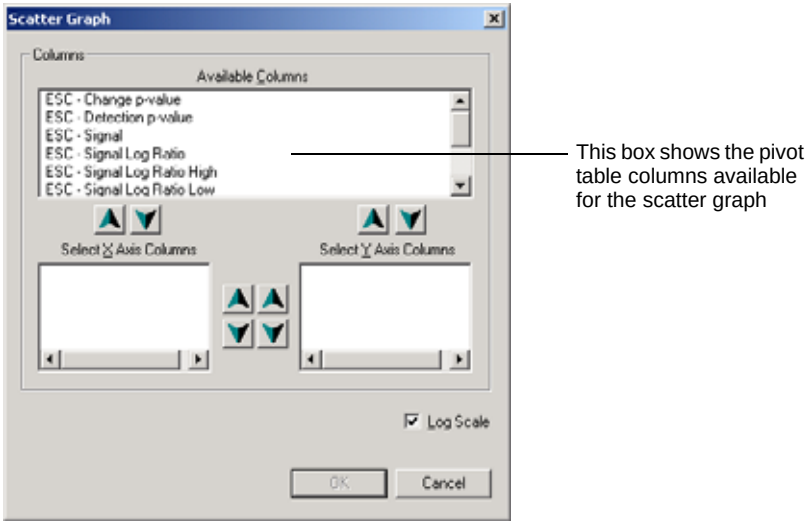

Figure 10.27
⇒ The Scatter Graph dialog box displays the pivot table columns available for the scatter graph **(Figure 10.27)**.
- Use the drag-and-drop method to move the column name from the **Available Columns** box to the **Select X Axis Columns** box **(Figure 10.27)**.
- Use the drag-and-drop method to move the column name from the **Available Columns** box to the **Select Y Axis Columns** box **(Figure 10.27)**.